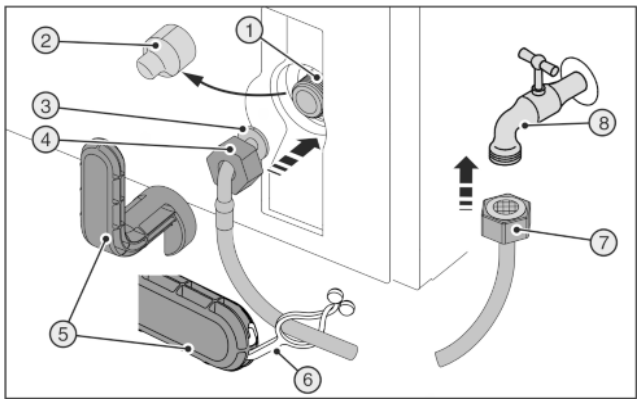
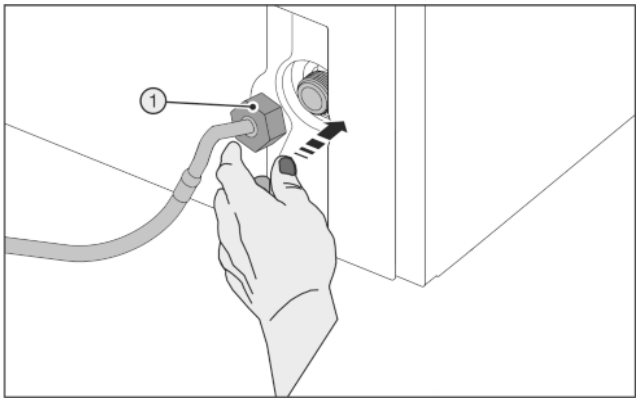

Fig. 45
Fig. 46
Broken auxiliary tool *Fig. 45 (5)*.
▶ Only use an auxiliary tool *Fig. 45 (5)* at room temperature.
▶ Remove the cover *Fig. 45 (2)*.
▶ Easy to fit: Place the straight end of the hose *Fig. 45 (7)* to the left on the floor.
▶ Slide the nut *Fig. 45 (4)* over the angled end of the hose *Fig. 45 (3)* up to the end and secure.
▶ Position the nut *Fig. 46 (1)* carefully and screw it directly onto the thread with two fingers until it is seated securely.
▶ Tighten the nut *Fig. 46 (1)*clockwise with the auxiliary tool *Fig. 45 (5)* until maximum torque is reached and the auxiliary tool *Fig. 45 (5)* overtightens.
▶ Screw the nut *Fig. 45 (7)* onto the stopcock *Fig. 45 (8)*.
▶ Tighten the nut *Fig. 45 (7)*clockwise with the auxiliary tool *Fig. 45 (5)* until maximum torque is reached and the auxiliary tool *Fig. 45 (5)* overtightens.
▶ Turn the water supply stopcock *Fig. 45 (8)* on and check the whole water system for leaks.
▶ Hook the clip *Fig. 45 (6)* into the auxiliary tool *Fig. 45 (5)* and fix it to the stainless steel pipe to store it.